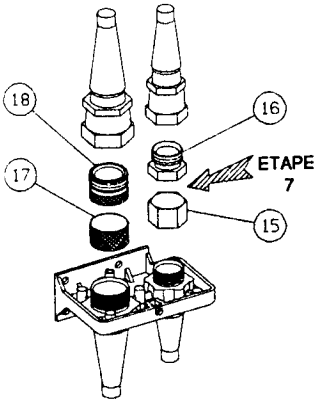

Fig. 13
- Maintenir l'écrou hexagonal (14) à l'aide de la clé numéro 2 fournie (20) et dévisser avec la clé numéro 1 fournie (19) l'écrou hexagonal (7).
- Dévisser doucement l'écrou (7) et séparer les 2 pièces (7) et (8).
ETAPE 7. Afin de protéger les tubes, de corps étrangers ou salissures, fermer chaque partie avec lé bouchon ou le capuchon de fermeture correspondant (voir Figure 13). Visser bouchon (16) dans l'écrou (5), bouchon (18) dans l'écrou (7), capuchon (15) dans (6), et capuchon (17) dans (8). Ne pas serrer trop fort.